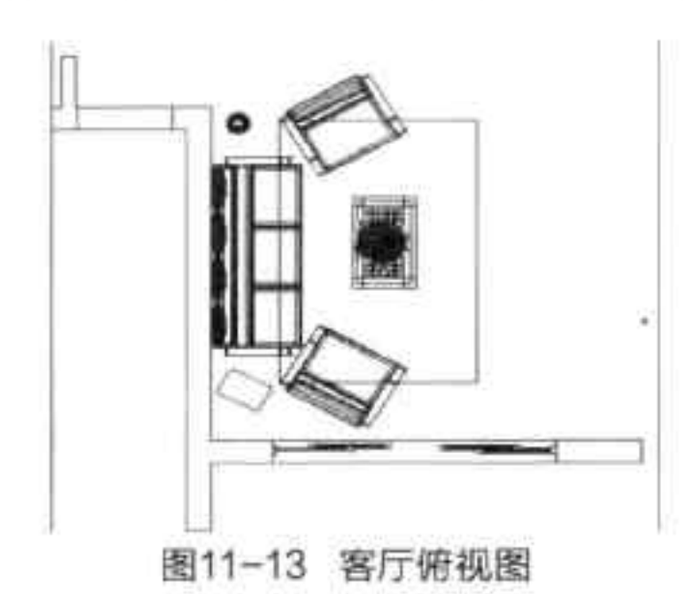

图11-13 客厅俯视图
- 俯视：该视点是从上往下查看模型，常以二维形式显示，如图11-13所示。